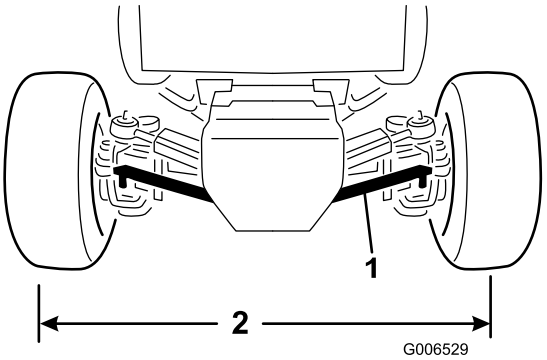

Figur 68
1. Fjern splitten og kronemøtrikken, der fastgør en af forbindelsesstangens kugleled til monteringsbeslaget på akslen, og skil kugleleddet fra akslen (Figur 68).
3. Drej forbindelsesstangens kugleled indad eller udad, indtil afstanden fra midten til midten foran og bag på baghjulene er den samme (Figur 68).